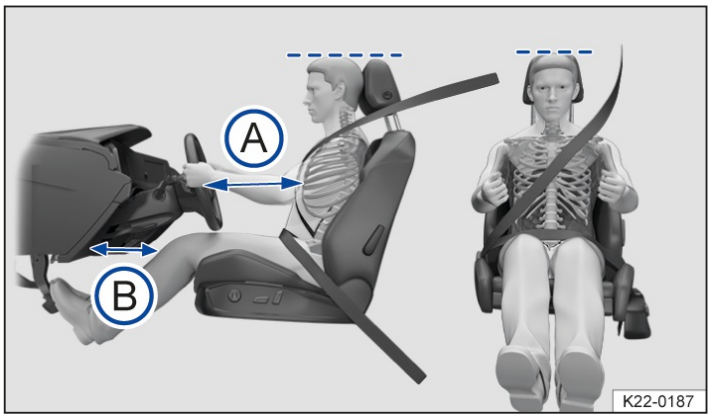

Fig. 1 General example: correct distance between the driver and the steering wheel, correct safety belt routing and correct head restraint adjustment.
— Adjust the head restraint so that the upper edge of the head restraint is in line with the upper portion of the head as much as possible, but not lower than eye level. Position the back of the head as close as possible to the head restraint → *fig. 1*.
— Adjust the forward/back position of the driver seat so that you can press the pedals while your legs are slightly bent and there is at least 10 cm (around 4 inches) of space between the instrument panel and your knees → *fig. 1* (B).